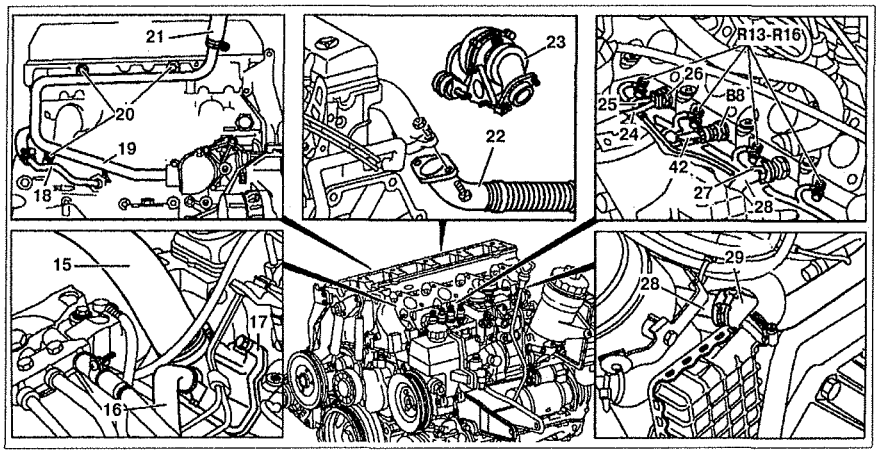

Рис. 4.16. Головка блока цилиндров:
14. Отсоедините разъемы проводки от свечей накаливания **R13-R16** (см.рис.4.16).